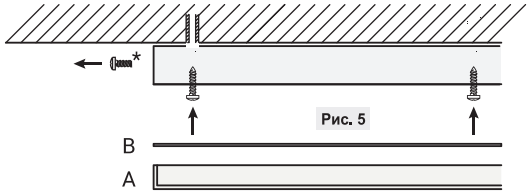

Рис. 5
6.2. Для накладного монтажа следует воспользоваться отверстиями в задней части корпуса. Для этого необходимо разобрать панель, открутив винты* по краям корпуса и сняв рамку рассеивателя (А) и сам рассеиватель (В). (Рис. 5). Установите панель на поверхность при помощи монтажного комплекта и подключите кабель к клеммной колодке. Соберите установленную панель в обратной последовательности.
6.2. Для накладного монтажу слід скористатися отворами в задній частині корпусу. Для цього необхідно розібрати панель, відкрутивши гвинти* по краях корпусу і знявши рамку розсіювача (А) і сам розсіювач (В). (Рис. 5). Встановіть панель на поверхню за допомогою монтажного комплекту і підключіть кабель до клемної колодки. Зберіть встановлену панель в зворотній послідовності.